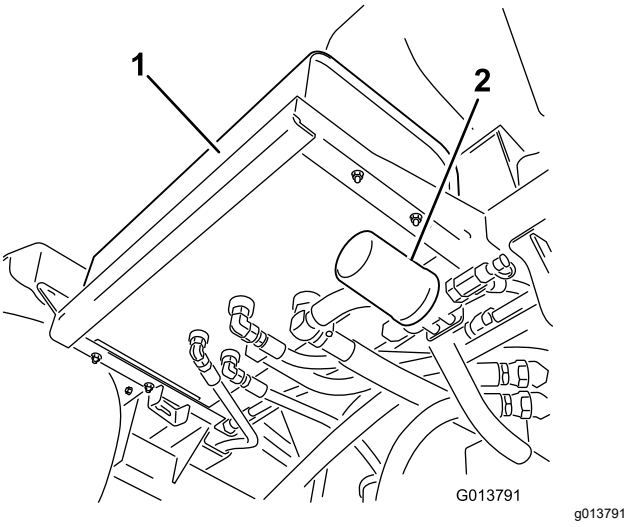
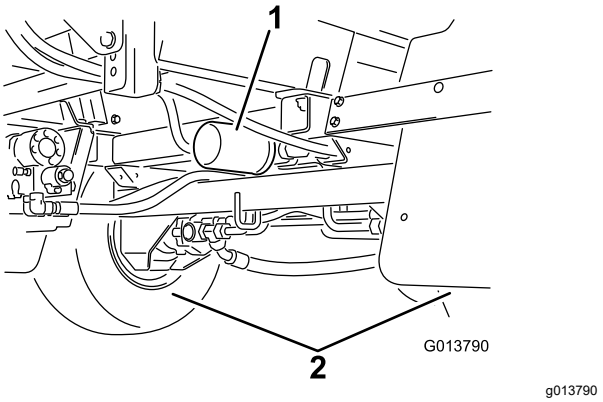

Figure 104
Figure 105
2. Locate the 2 hydraulic filters on the machine (Figure 104 and Figure 105).